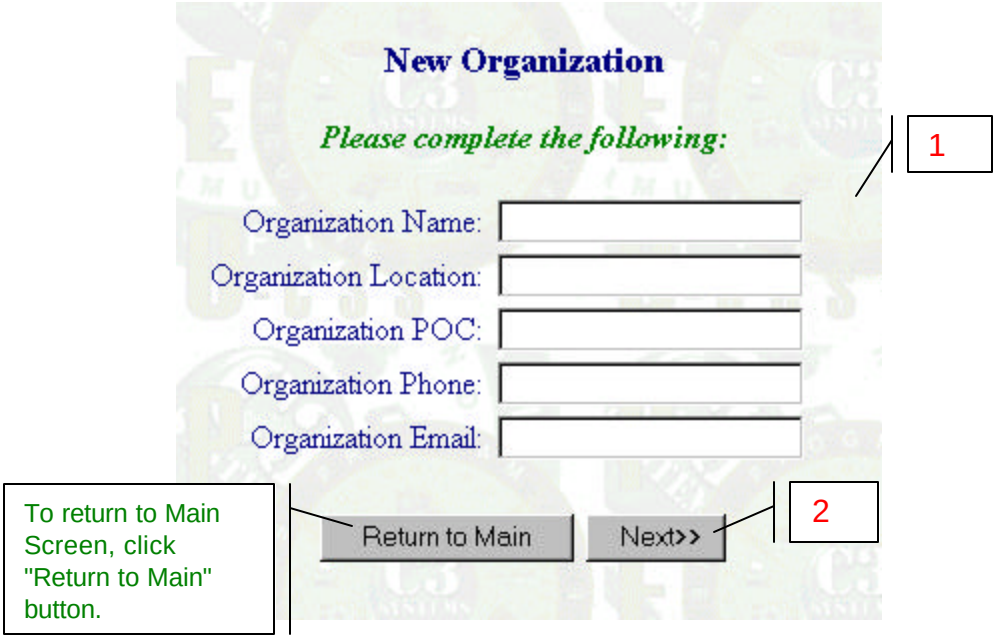
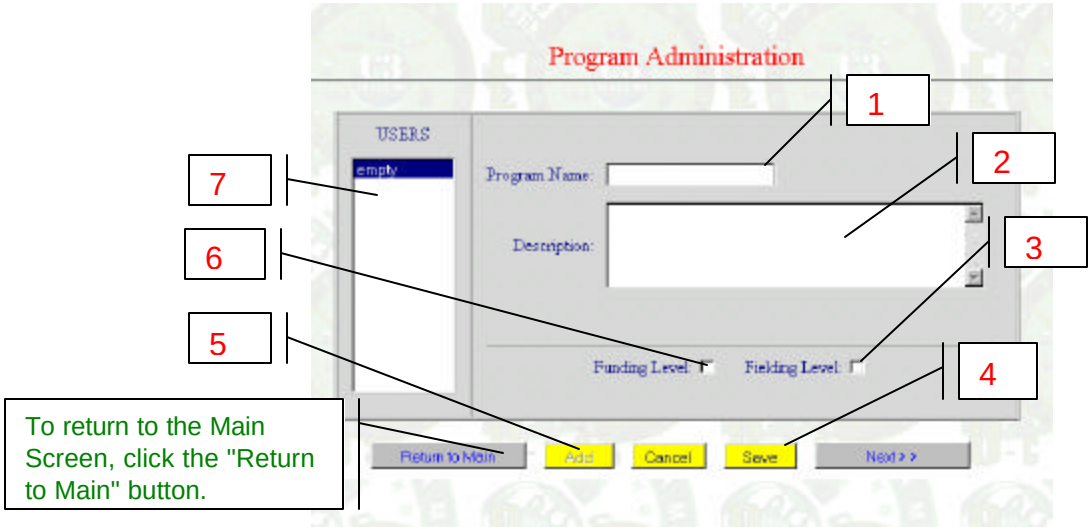
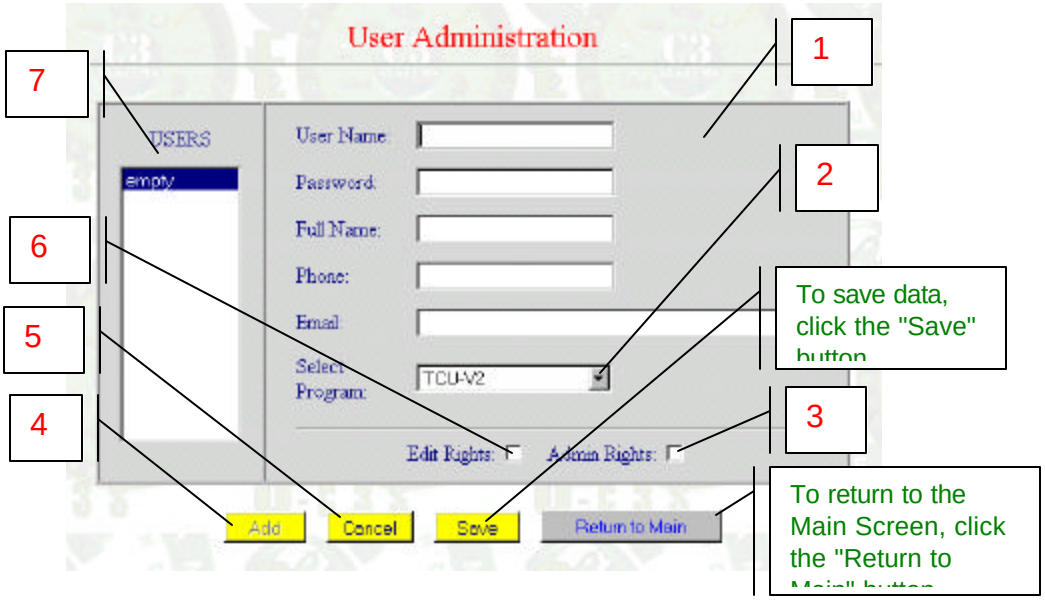

Figure 2-4. New Organization Screen (Neworg.asp).
Figure 2-5. Admin User Display Screen (Adminusers.asp).
Figure 2-6. Admin Add Screen (Adminusers.asp).
Operator's procedures associated with adding users and a new organization are illustrated in Figure 2-1 through Figure 2-6.
e. Click the Next>> button (2), and the New Organization screen (Figure 2-4) will appear.
f. Fill out all text boxes (1, Figure 2-4) to add a new organization.
g. Click the Next>> button (2, Figure 2-4), and the Admin User screen (Figure 2-5) will appear.
h. To add new user, fill out text boxes (1, Figure 2-5), and check the required "Edit/Admin Rights" box.
i. Click the Save button (2, Figure 2-5), and a caution screen will appear indicating that the account is established.
k. To continue to add user, click the Add button (1, Figure 2-6), and the Add screen (Figure 2-5) will re-appear.
m. Click the Delete button (2, Figure 2-6), and a Warning screen will appear.